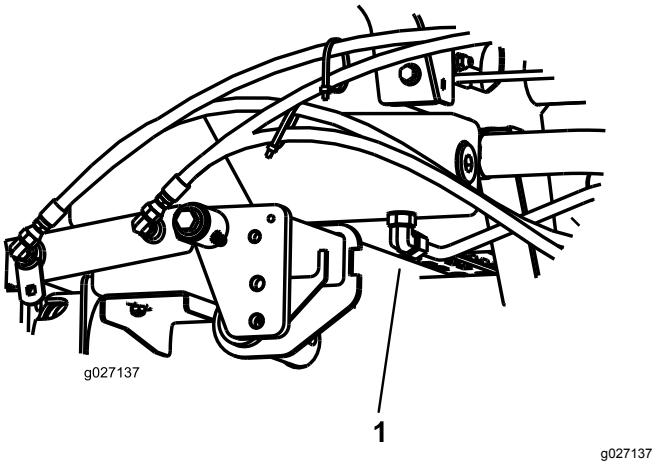

Figuur 72
3. Plaats een grote opvangbak onder de fitting aan de onderzijde van het hydraulische reservoir (Figuur 72).